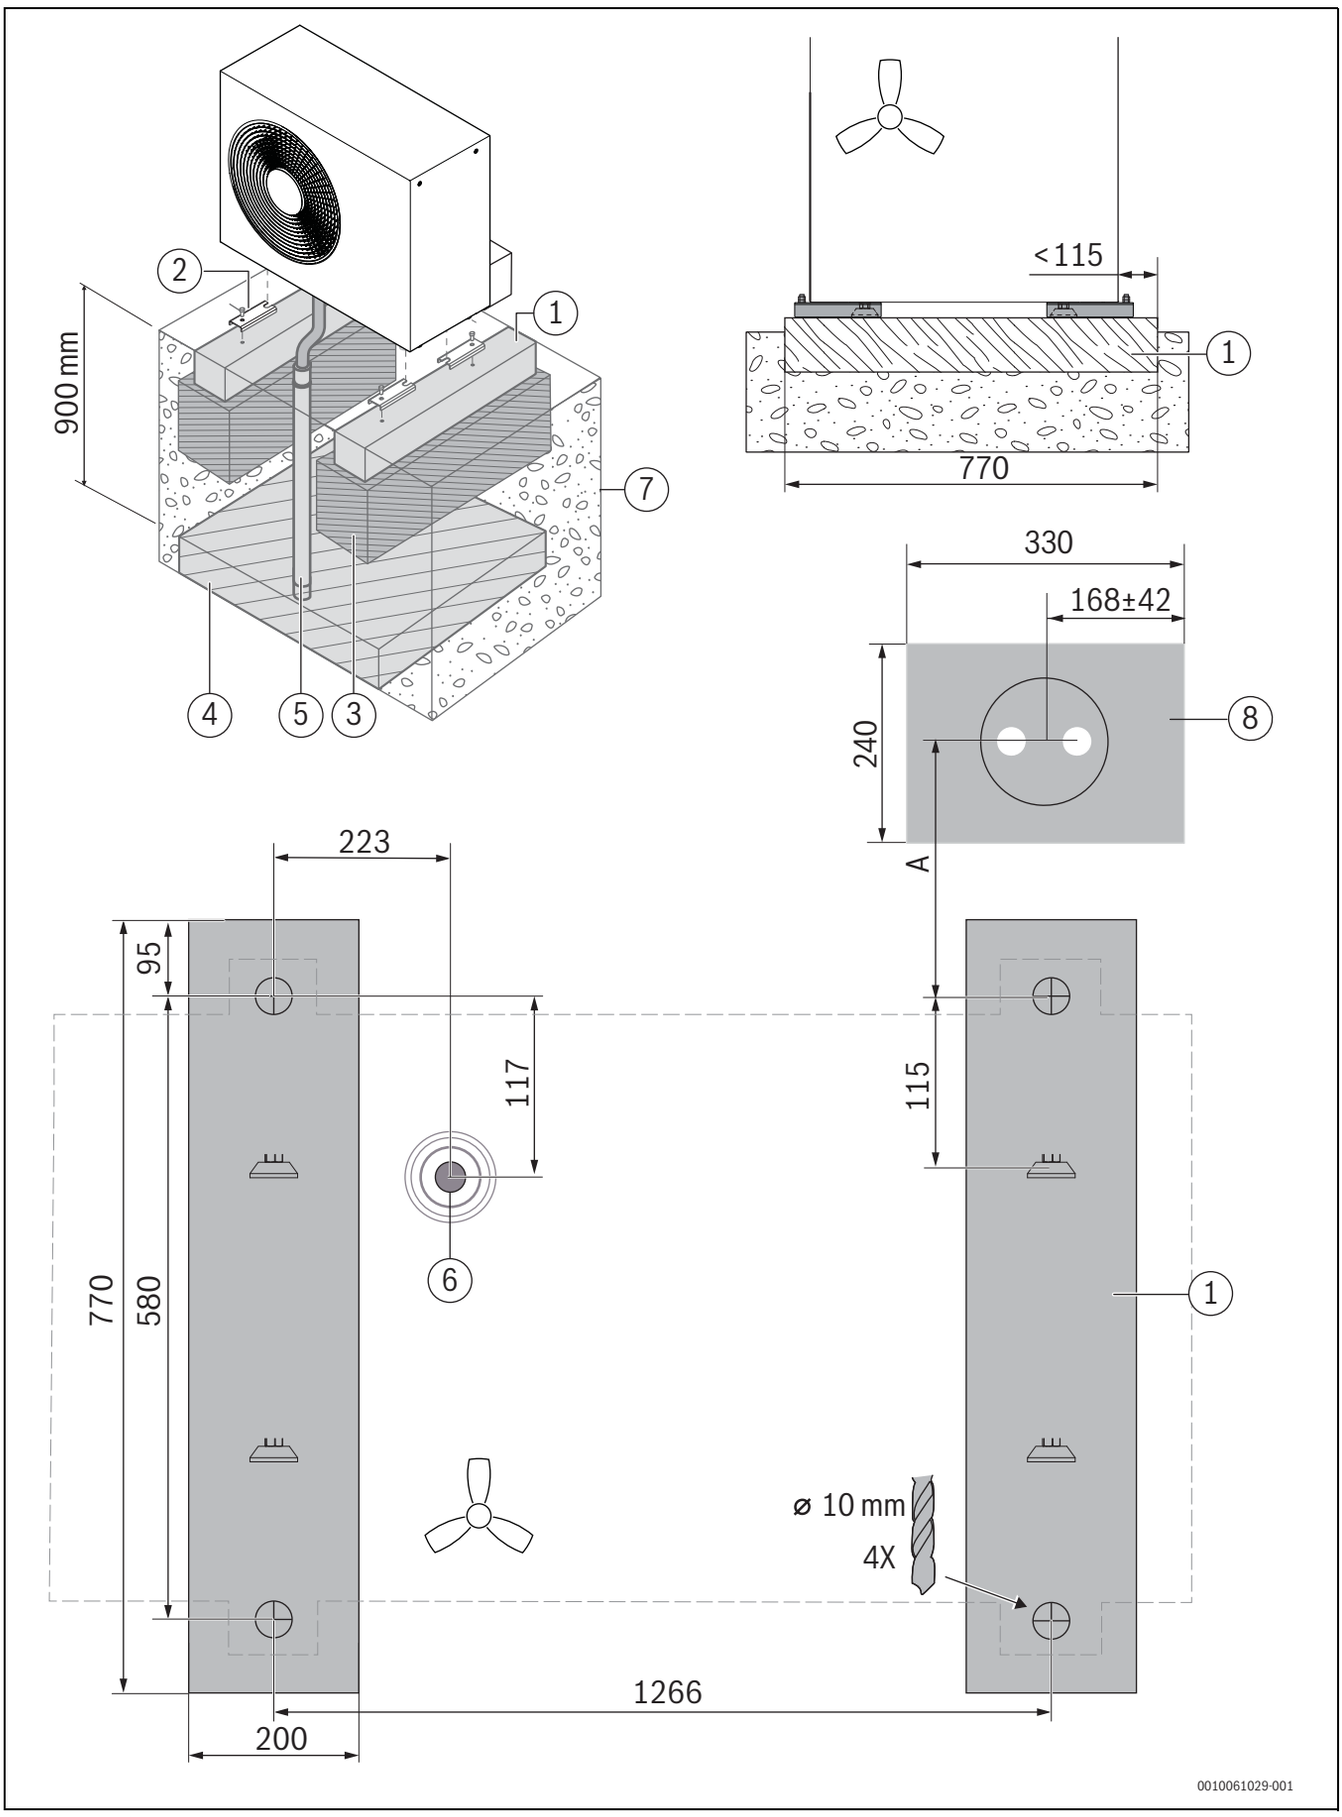
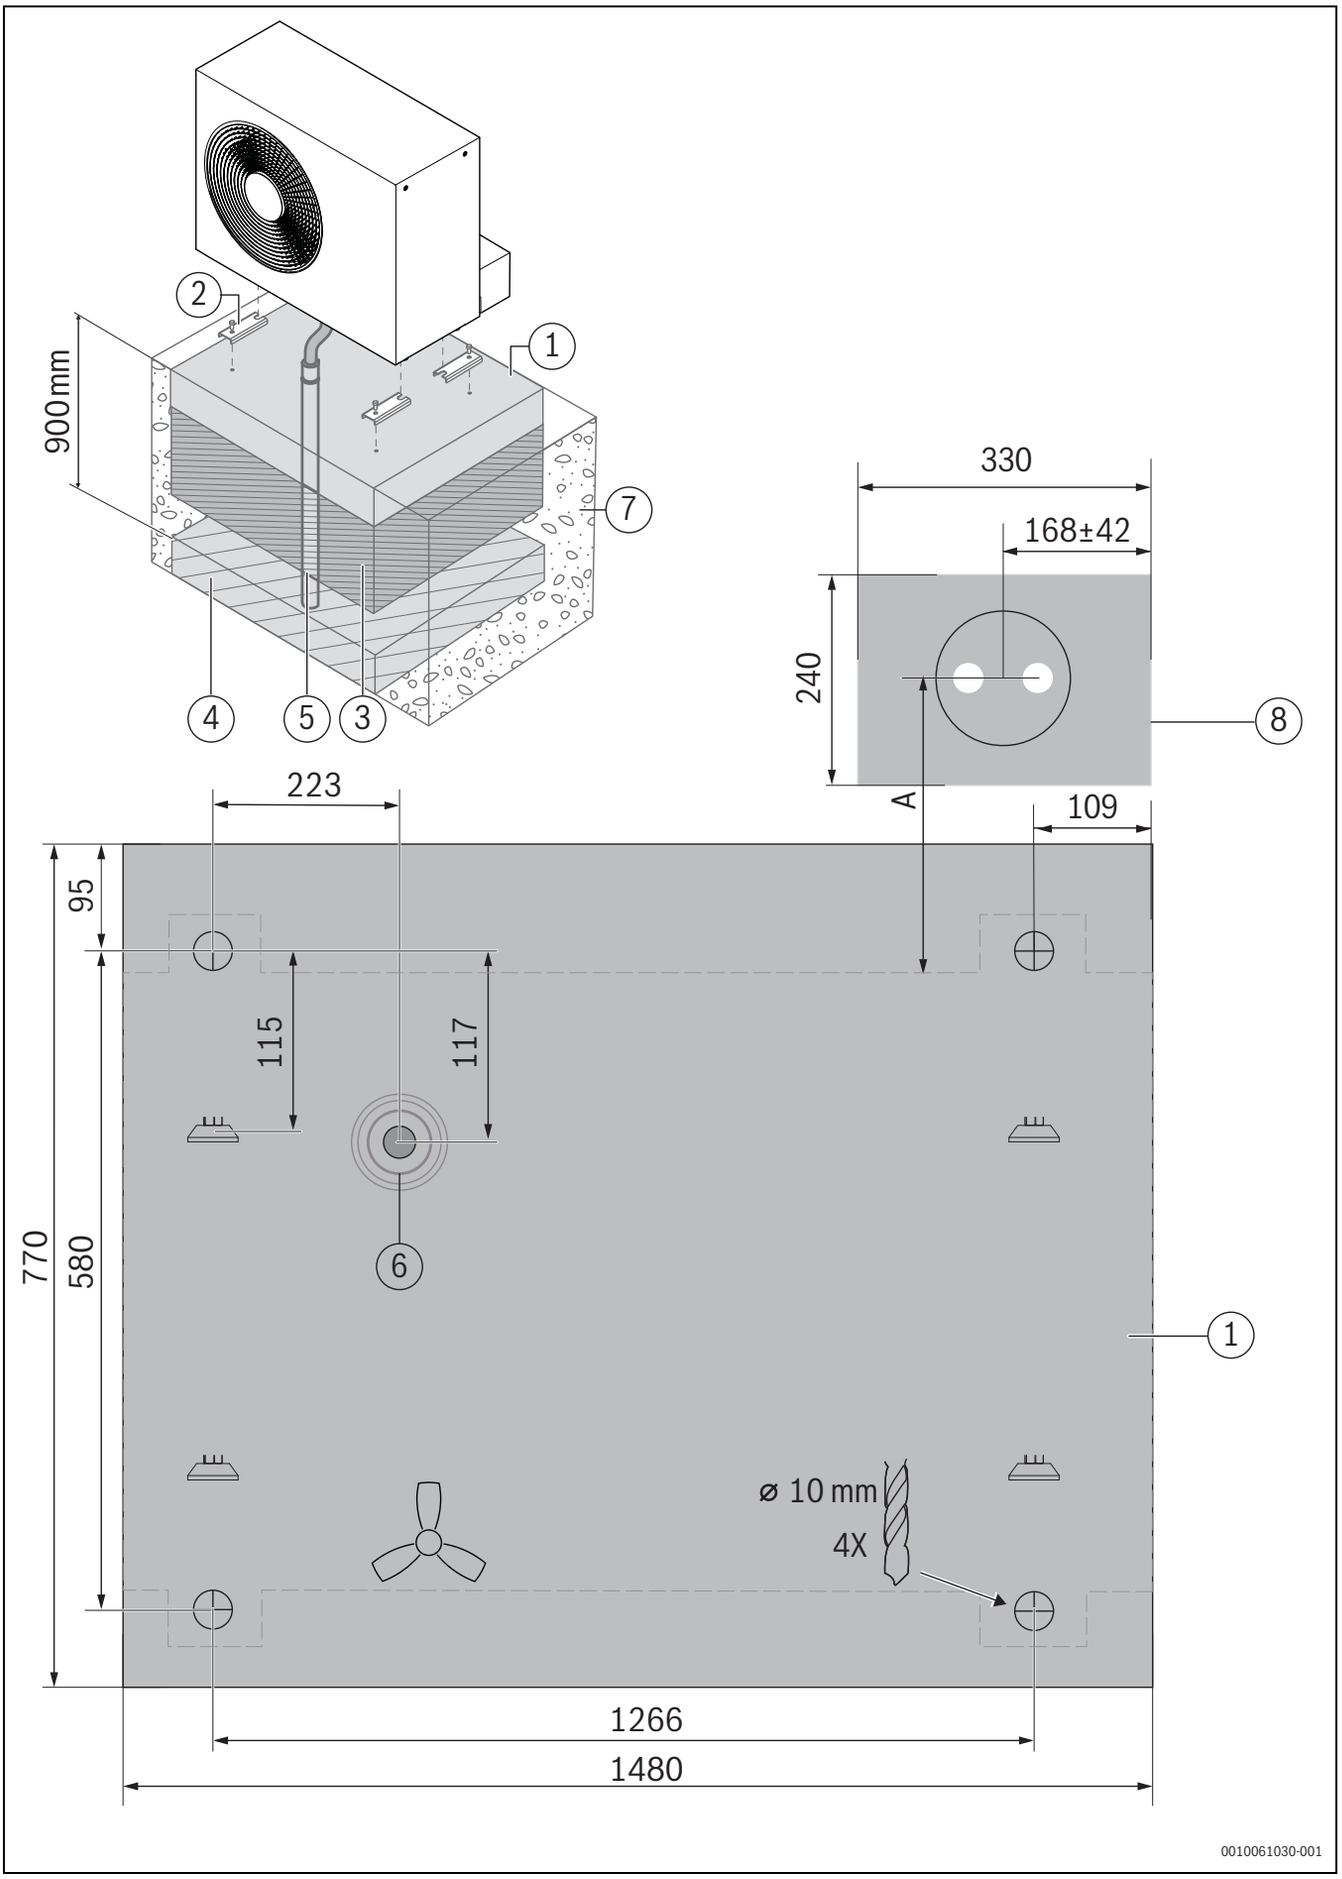

*Bild 31 Fundamentplan, Alternative 1*
*Bild 32 Fundamentplan, Alternative 2*
**Legende zu Abb. 31 und Abb. 32:**